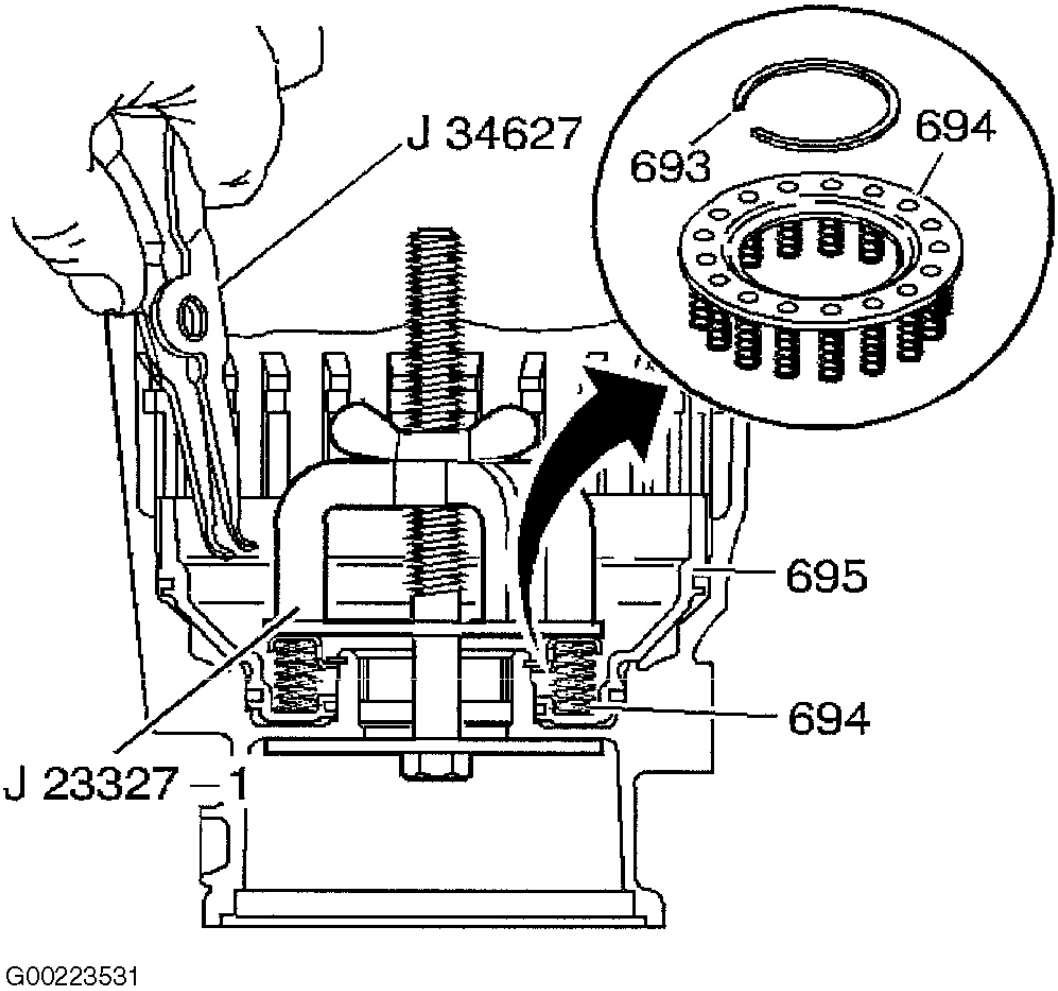

Fig. 76: Installing Low-Reverse Clutch Spring Assembly
1. Place transmission in a vertical position. Install seals on low-reverse clutch piston. Apply petroleum jelly to seals. Align and install piston with notch in bottom of transmission case (695). Ensure piston is fully seated and parking pawl aligns with opening in piston wall. See **Fig. 75** . Install the low and reverse clutch spring assembly (694). Using the Clutch Spring Compressor (J23327-1), compress the low and reverse clutch spring assembly (694). Using the Snap Ring Remover and Installer (J36850), install the low and reverse clutch retainer ring (693). See **Fig. 76** .